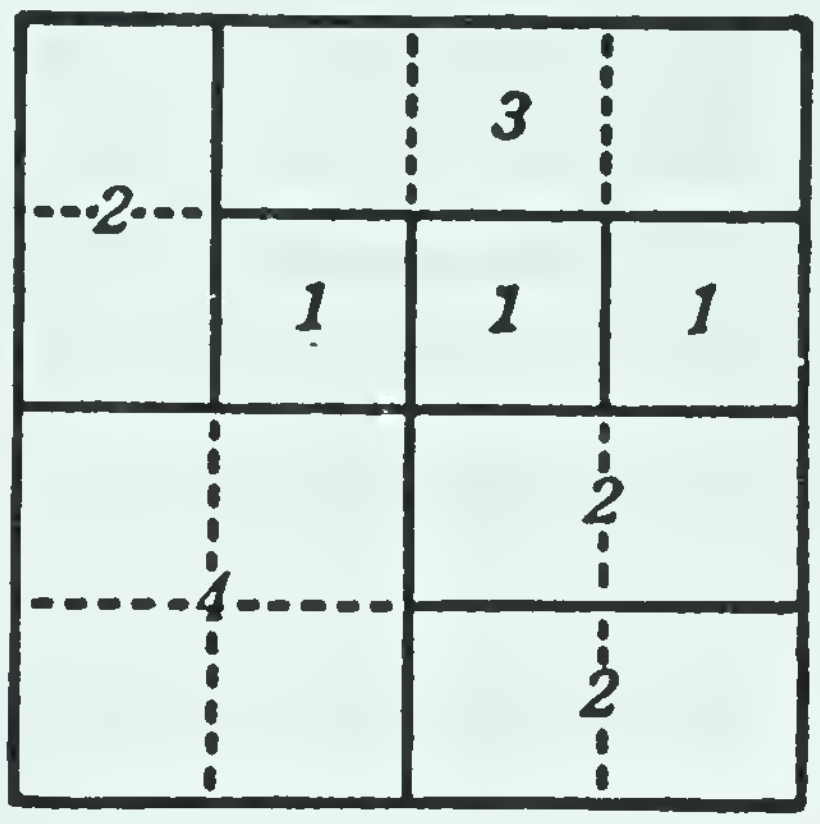

Fig. 141. Illustration of valence
Illustration of valence. The valence of atoms may be illustrated by the way in which various sizes of tile fit together in a tile floor (Fig. 141). The small squares (1) correspond to the univalent atoms, like hydrogen. It takes two of these to fit beside a rectangular tile (2), which is like oxygen in H_2O. Two rectangular tiles (2) fit together, though each is bivalent, like CuO, while four univalent squares fit the large square (4), like CH_4. Two rectangles (2) fit the large square (4), like CO_2. Three univalent squares fit the large rectangular square (3), like NH_3.